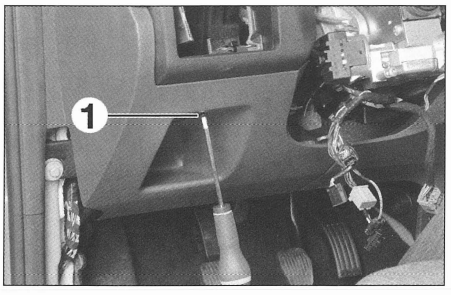

FIG. 4
- el tornillo (1) del guarnecido inferior de soporte de pedales **(fig. 4)**.